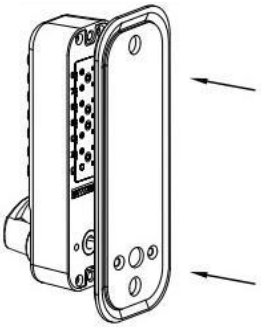

FIG7A
1)35~42mm thick door installation,insert the rubber pad.(as Fig 7A)